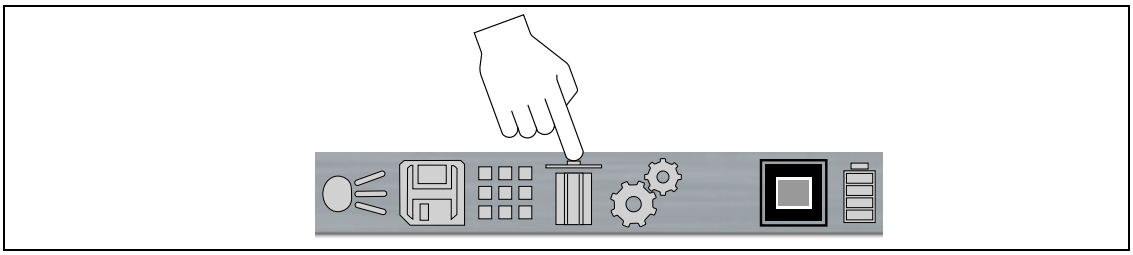

Figura 4-10
3. Selecione o ícone **Excluir** da barra de ferramentas (Figura 4-10) e pressione o botão **Y** para excluir a imagem.